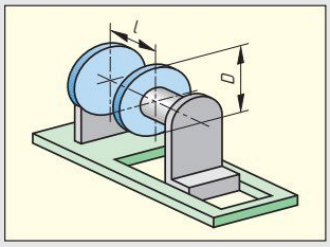

Bild 2: Plattenkondensator
3. Der Abstand l zwischen den Platten eines Demonstrations-Plattenkondensators **(Bild 2)** mit dem Durchmesser $D = 28$ cm lässt sich von 0,5 mm bis 5 mm verändern. Berechnen Sie **a)** den maximal möglichen Kapazitätswert C_{max} und **b)** den Plattenabstand l bei $C = 177$ pF.